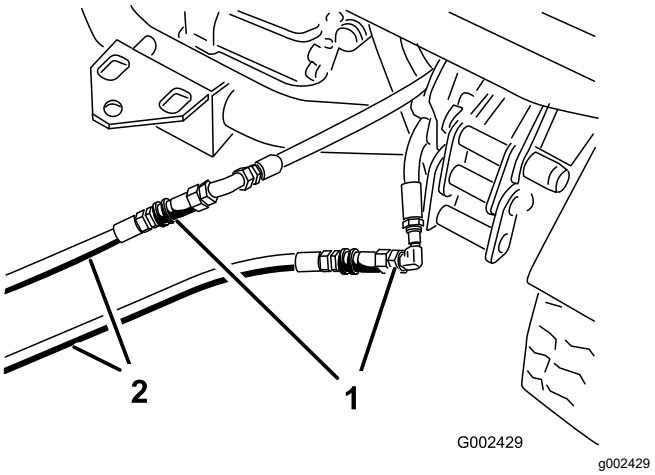

Figur 76
3. Koppla ihop de båda startslangarna med slangarna som kopplades bort på den maskin som är ur funktion (Figur 76).